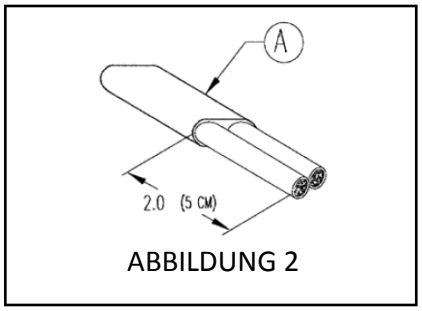

ABBILDUNG 2
2. **Bauen Sie die Kabelhülle zusammen (Abb. 2 bis 7)**
2.1 Ziehen Sie den äußeren Kabelmantel (A) 5 cm lang ab (Abb. 2).